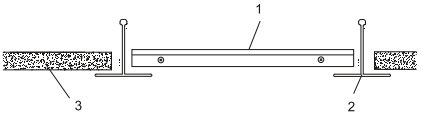

Рисунок 2
4.2.3 Встраиваемый монтаж производить в подвесные потолки типа «Armstrong» (см. рисунок 2). Светильник (1) установить на место потолочной плиты 600×600 мм (3) в межпотолочное пространство между направляющими (2) потолка «Armstrong», как показано на рисунке 2.